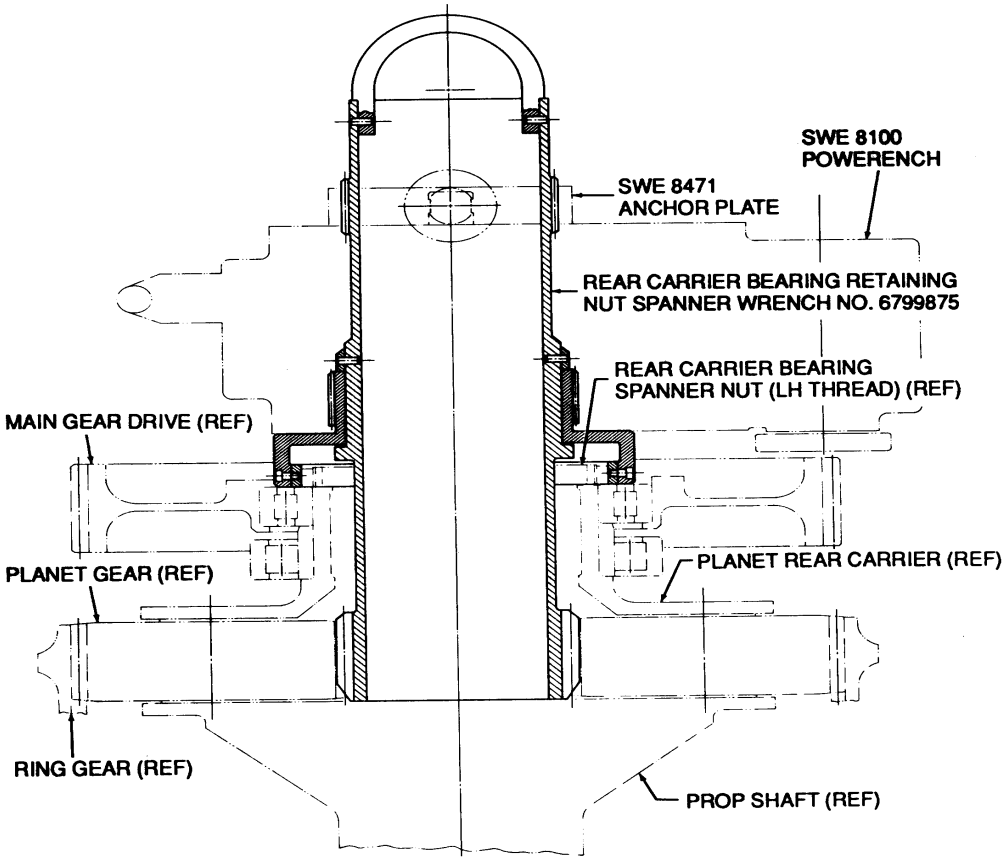

Figure 33. Removing Rear Carrier Bearing Spanner Nut
h. Remove main drive gear spanner nut (12) using 6799875 rear carrier bearing retainer nut wrench with SWE 8100 Powerench and SWE 8471 anchor plate (figure 33).